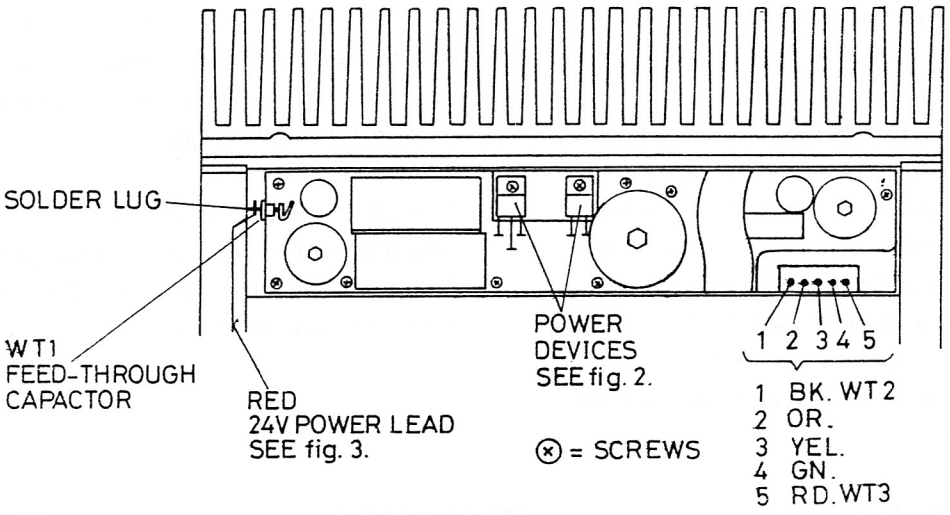

Fig. 1
2. Place the VR902 modules as shown in fig. 1. Adjust the power device holes to match the heat sink holes. Take care of the power leads WT1, WT2 and WT3.